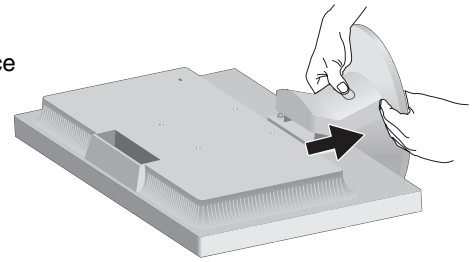

Figura R.4
2. Con il pollice premere il pulsante per sbloccare (**Figura R.4**).
3. Con il pulsante premuto, estrarre il supporto della base (**Figura R.4**).